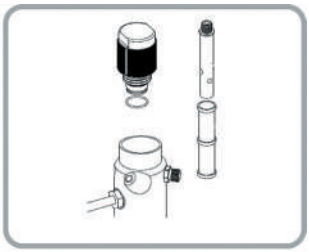

Рис. 48
4. Модель APS 500 снабжена дополнительным фильтром (п. 5, рис. 2). Для его очистки, извлеките его из коллектора и промойте вместе с остальными деталями (рис. 48).